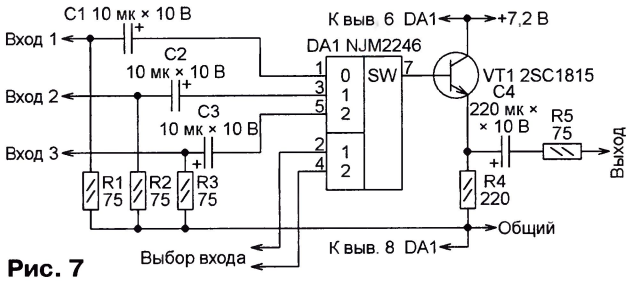

**Рис. 7**
**Трёхканальный коммутатор видеосигналов (рис. 7,** оригинал схемы можно найти на интернет-странице **<http://www.robo-doshisha.org/seigyo-han/rrc-seigyo/i2c-bus-system/i2cvideoselector>**). Один из трёх его входов выбирают, задавая логические уровни на выводах 2 и 4 микросхемы NJM2246 (DA1). Переходное затухание между входами — 65 дБ, коэффициент передачи — 6 дБ. Поскольку выход микросхемы не обладает достаточной нагрузочной способностью, введён эмиттерный повторитель на транзисторе VT1.